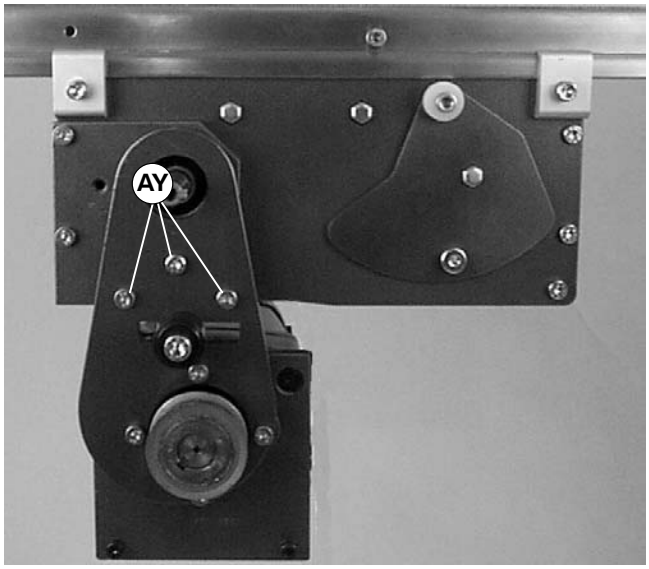

Figure 27
6. Remove three (3) screws (AY of Figure 27) and remove gearmotor mounting package.
NOTE: With a vertical mount, two (2) screws (AY of Figure 27) were removed in step 6.